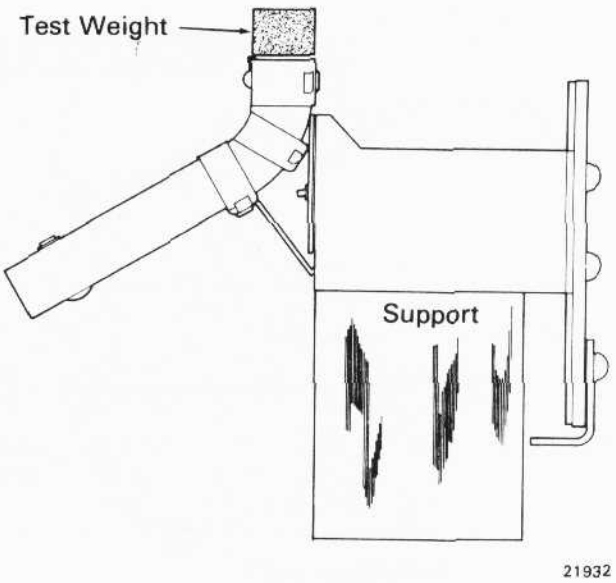

Fig.20 - Testing Narrow Window Wick Lubricator Spring
6. Check narrow window support bearing lubricator spring pressure by placing a weight on the wick assembly as shown in Fig. 20. The check should be made with the wick saturated with oil and all sliding parts clean and lubricated. The support bearing lubricator spring should be able to raise a 0.9 kg (2 lb) weight placed on the contact surface after the wick is depressed.